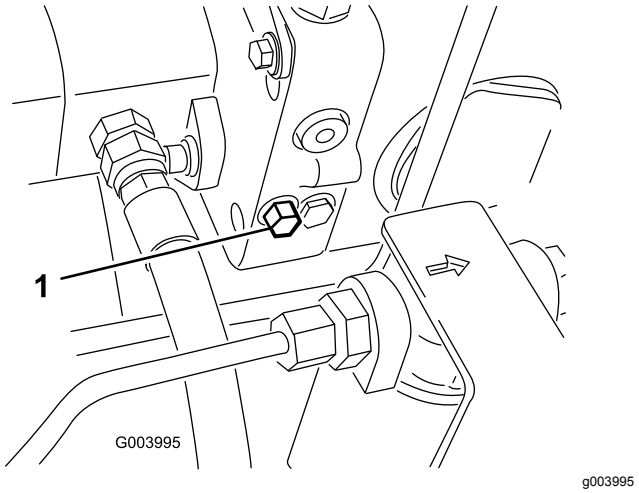

Figur 56
1. Vrid bulten 1–1,5 varv för att öppna ventilen och låta olja avledas internt (Figur 56).